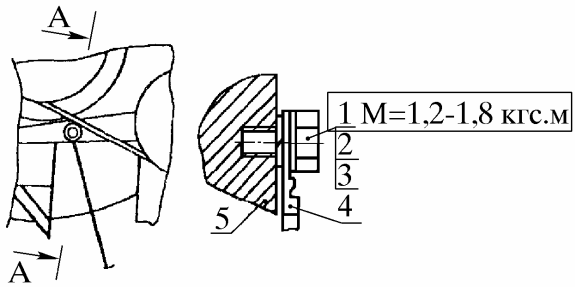

Рис. 42. Присоединение провода “-” к блоку цилиндров:
5.17. **Установить АКБ** в последовательности, обратной снятию (см. п. 4.4). Болт 1 (рис. 42) крепления провода 4 “-” к блоку цилиндров затянуть с моментом от 12 до 18 Н.м (1,2 - 1,8 кгс.м)